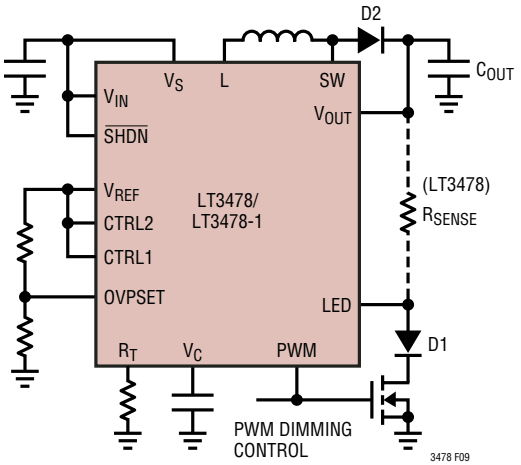
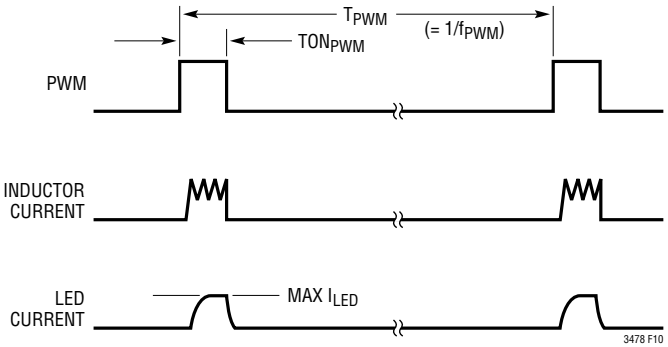

Figure 9. PWM Dimming Control Using the LT3478/LT3478-1
Figure 10. PWM Dimming Waveforms Using the LT3478/LT3478-1
Many LED applications require an accurate control of the brightness of the LED(s). In addition, being able to maintain a constant color over the entire dimming range can be just as critical. For constant color LED dimming, the LT3478/LT3478-1 provide a PWM pin and special internal circuitry to allow up to a 3000:1 wide PWM dimming range. With an N-channel MOSFET connected between the LED(s) and ground and a PWM signal connected to the gate of the MOSFET and the PWM pin (Figure 9), it is possible to control the brightness of the LED(s) based on PWM signal duty cycle only. This form of dimming is superior to dimming control using an analog input voltage (reducing CTRL1 voltage) because it allows constant color to be maintained during dimming. The maximum current for the output LED(s) is programmed for a given brightness/color and "chopped" over a PWM duty cycle range (Figure 10) from 100% to as low as 0.033%.
Some general guidelines for LED Current Dimming using the PWM pin (see Figure 10):
(5) Higher output capacitor value improves PDR
(6) Choose the schottky diode (D2, Figure 9) for minimum reverse leakage